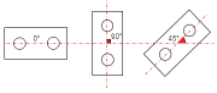

図3　角度指定配置
- 角度を指定することで回転して配置する事が可能です（図3）。